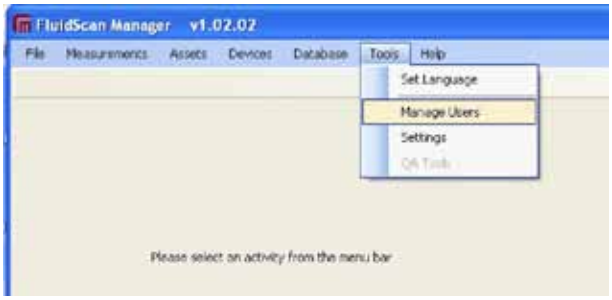

Figure 2.4-1, Select Manage Users
2. On the main menu, select **Manage Users** from the "Tools" drop-down menu, Figure 2.4-1.